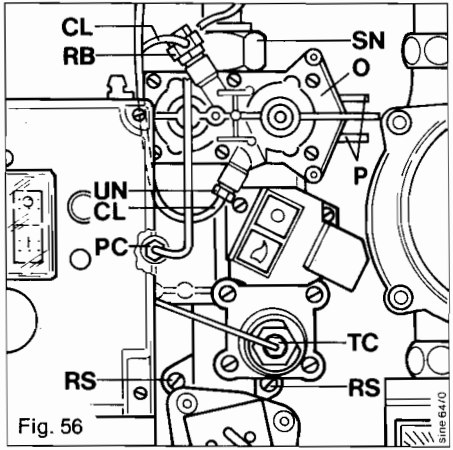

Fig. 56
Isolate the appliance from the electrical mains and pull off the cable connectors (P, Fig. 56) from the operator (O). Disconnect the control lines (CL) by unscrewing retaining bolt (RB) and union nut (UN). Unscrew the four retaining screws (RS). Reassemble in reverse order using new gasket (G). Check for gas soundness. Carry out electrical checks (11.1). Check burner pressure (11.8).
14.7.2 Change of gas section (Fig. 56)